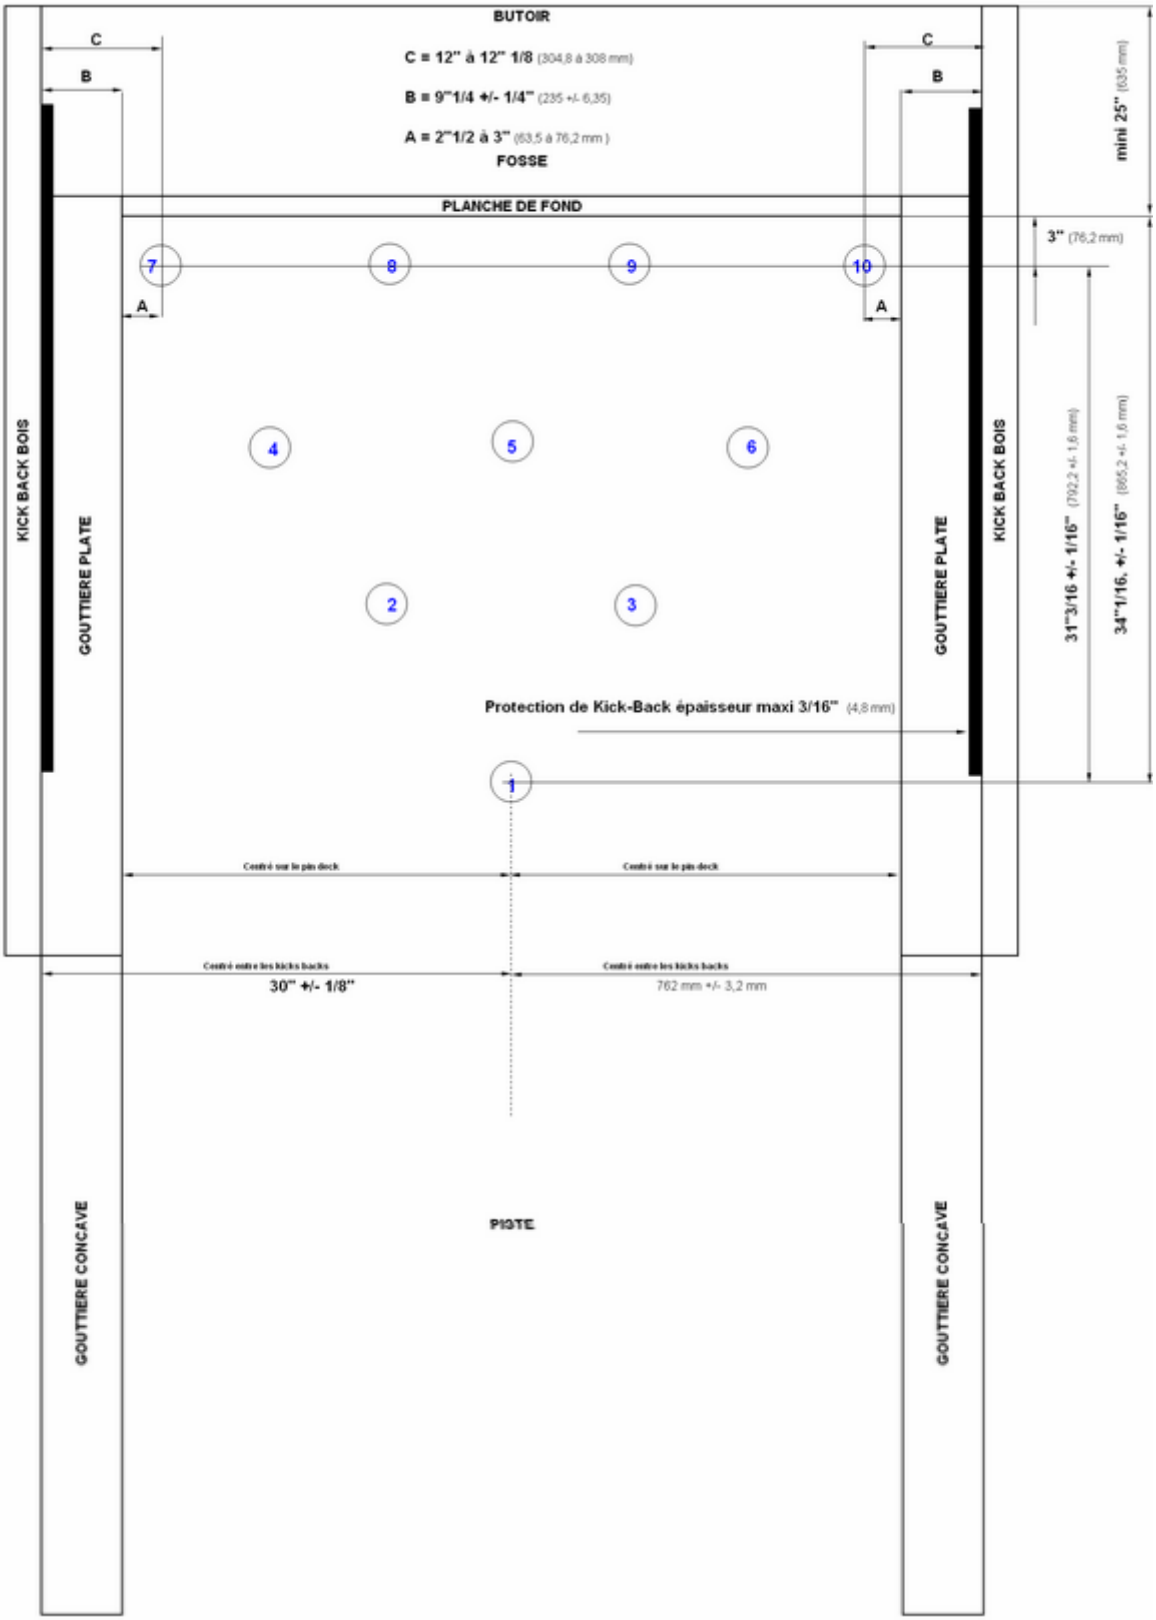

Figure 3 – Pin-deck
1.1.6 Pin-deck (fig.2 et fig.3)
1.1.12 Kickbacks (fig. 2 et fig. 3)
1.1.14 Fosse (fig. 3)
1.1.15 Pare-chocs (fig. 3)